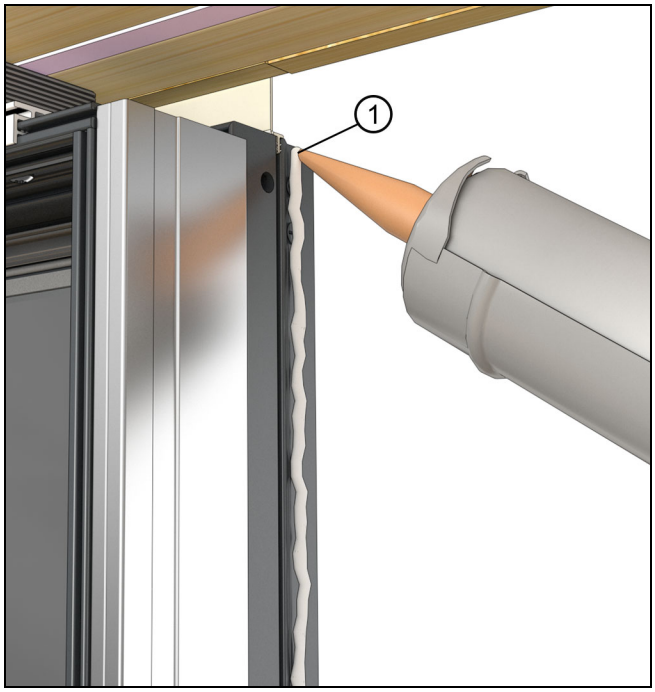

Figure 64
1. Apply a continuous 1/4" (6) bead of sealant along the length of the frame. See Figure 64.